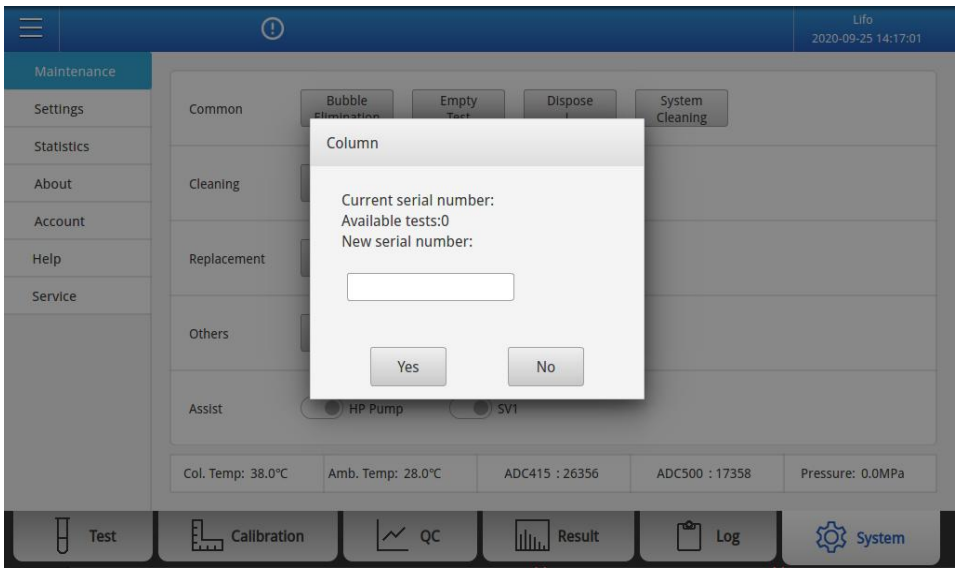

Fig. 10-3 After Clicking”Change Column”
1)Click”**Change Column**” button and **Fig. 10-3** is displayed. After input new serial number and click “**Yes**” button, it will prompt “Column reset successfully”, and the number of available test will be reset to 800T.